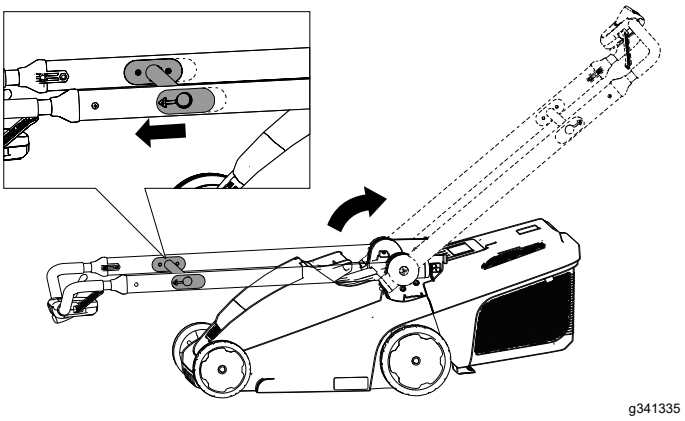

Figura 5
2. Tirate il braccio di rilascio della stegola verso la maniglia superiore per rilasciare il blocco della maniglia (Figura 5).
3. Spostate la maniglia verso dietro nella posizione operativa, e rilasciate il braccio di rilascio della stegola (Figura 5).